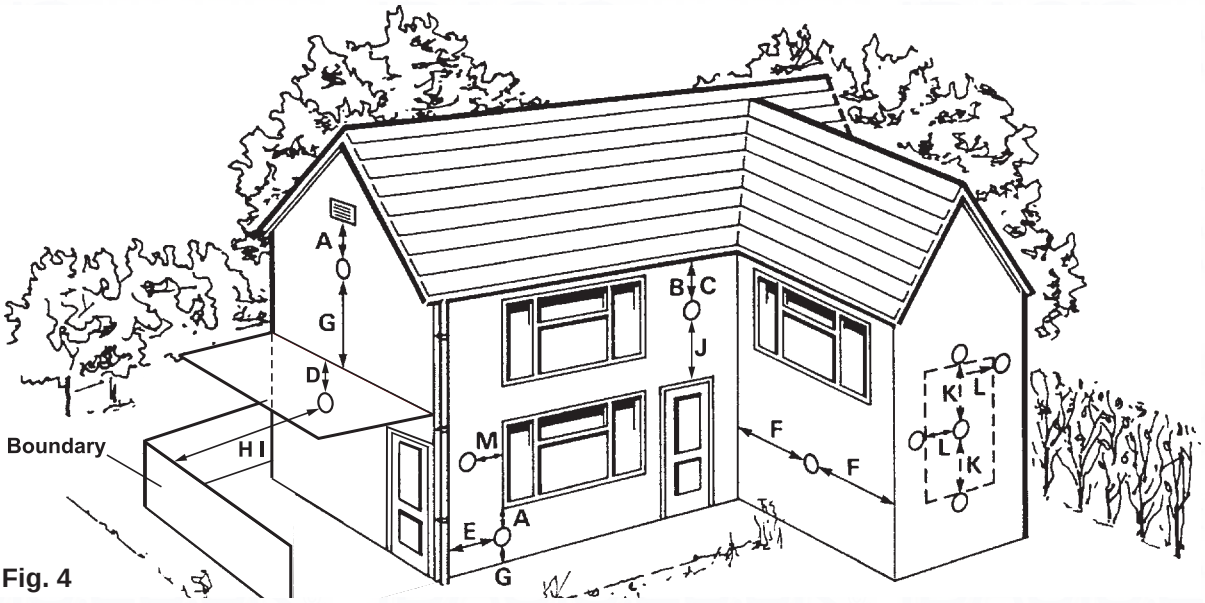

Fig. 4
3.5 FLUE TERMINAL LOCATION - Fig. 4